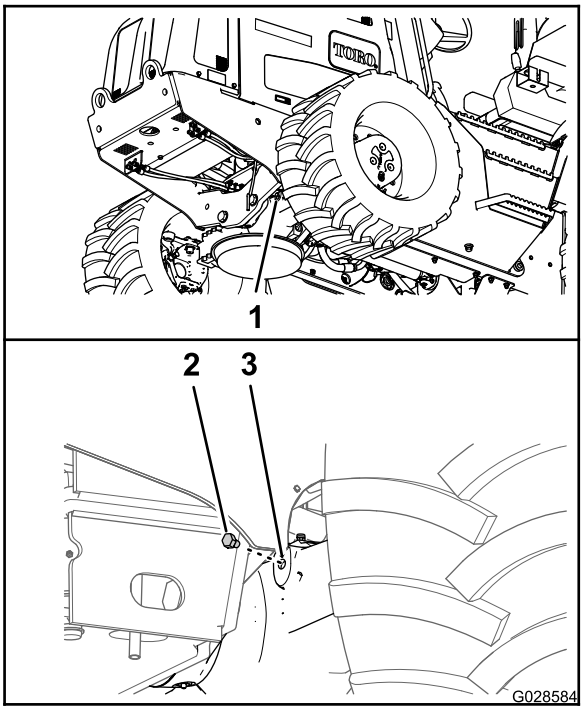
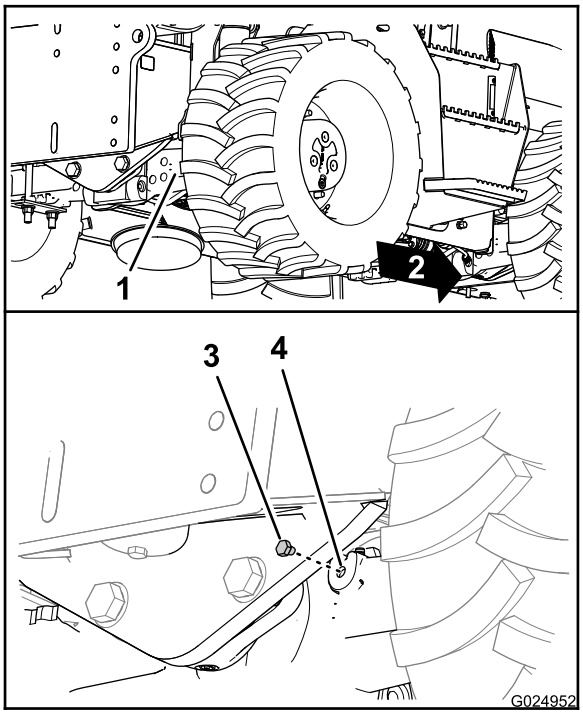

Figura 85
Figura 86
2. Remova os bujões do orifício de nível na caixa do pinhão do eixo (Figura 85 e Figura 86).
3. Verifique pelo orifício de nível se o nível do óleo no eixo está alinhado com a borda interior do orifício (Figura 85 e Figura 86).
6. Instale o bujão no orifício de nível na caixa do pinhão do eixo (Figura 85 e Figura 86).